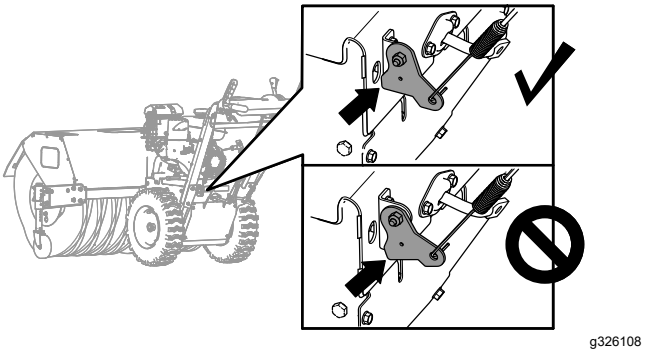

Figur 33
2. Kontroller afstanden mellem bunden af traktionskablets beslag og maskinens topplade (Figur 33).